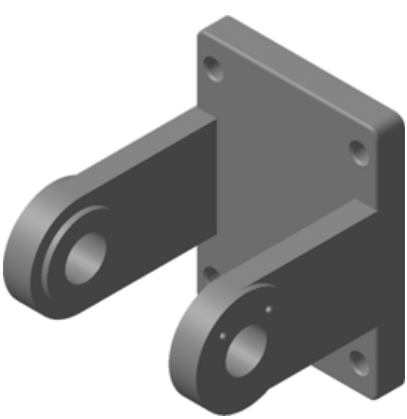

Рис. 5.161
- Нажмите кнопку **Перестроить** на панели **Вид**. В окне документа модель будет изменена, в соответствии с новым значением переменной (рис. 5.161).